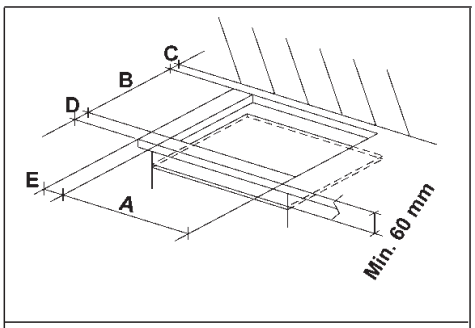

AFB. 7
Maak in het bovenvlak van het modulaire meubel een opening voor het inbouwen met de afmetingen, uitgedrukt in mm, aangegeven in afb. 7. Zorg er hierbij voor dat de kritische afstanden tussen de kookplaat, de zijwanden, de achterwand en de bovenwand (zie afb. 7 en 8) worden gerespecteerd.
- Het is mogelijk dat U per ongeluk de heet oppervlakte van de houder van het vlak tijdens het gebruik aanraakt, dus vastschroef een houten bintbalk op een afstand van 60 mm (op zijn minst) van de top (afb.7).
Maak in het bovenvlak van het modulaire meubel een opening voor het inbouwen met de afmetingen, uitgedrukt in mm, aangegeven op afb. 7. Zorg er hierbij voor dat de kritische afstanden tussen de kookplaat, de zijwanden, de achterwand en de bovenwand (zie afb. 7 en 8) worden gerespecteerd.
- Het is mogelijk dat U per ongeluk de heet oppervlakte van de houder van het vlak tijdens het gebruik aanraakt, dus vastschroef een houten bintbalk op een afstand van 60 mm (op zijn minst) van de top (afb. 7).